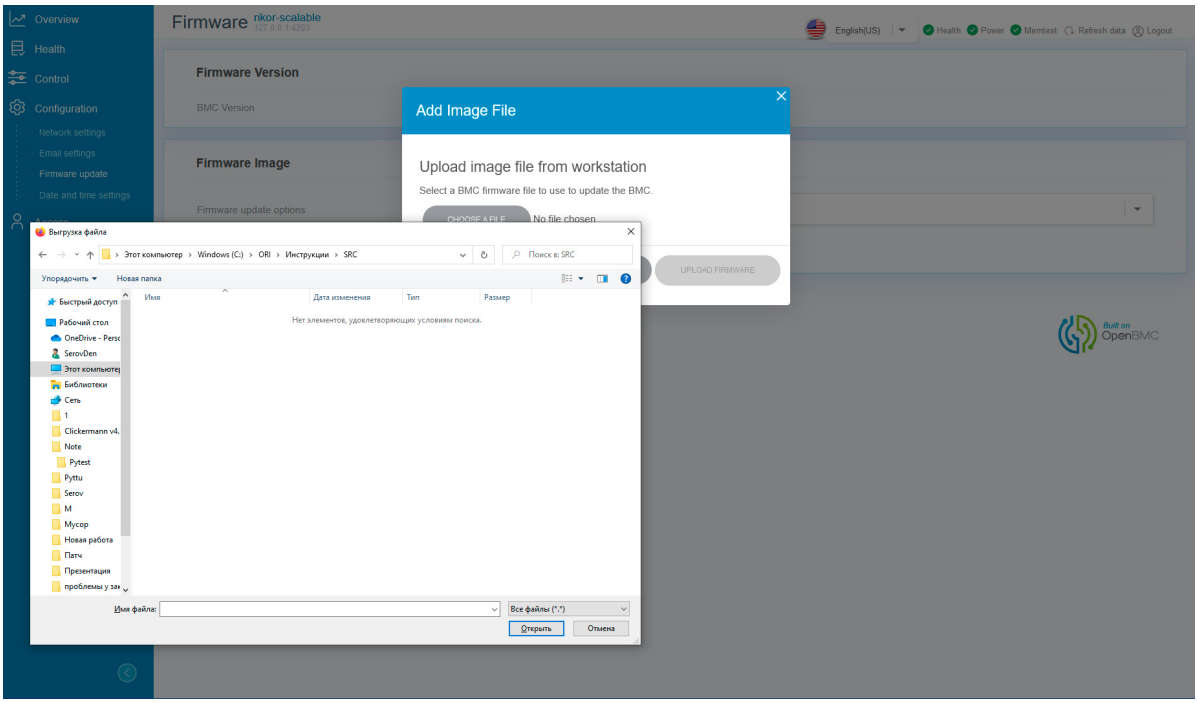

Рис. 83. Выбор директории с новой версией BMC
4) В нужной вам директории выберите файл с новой версией обновления BMC. Окно показано на рис. 83 Выбор директории с новой версией BMC